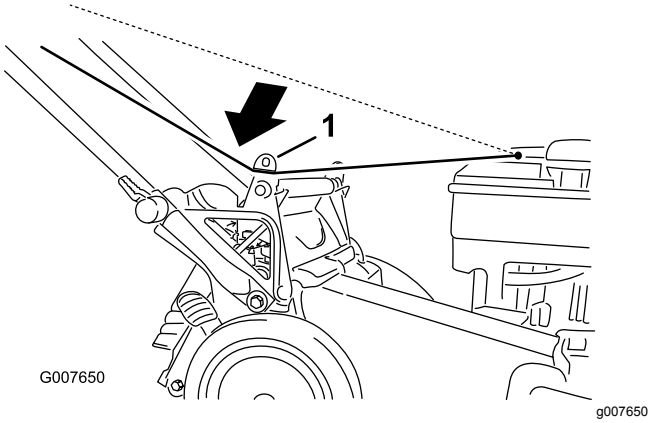

Figur 22
1. För in startsnöret längs den nedre styrningen (Figur 22).